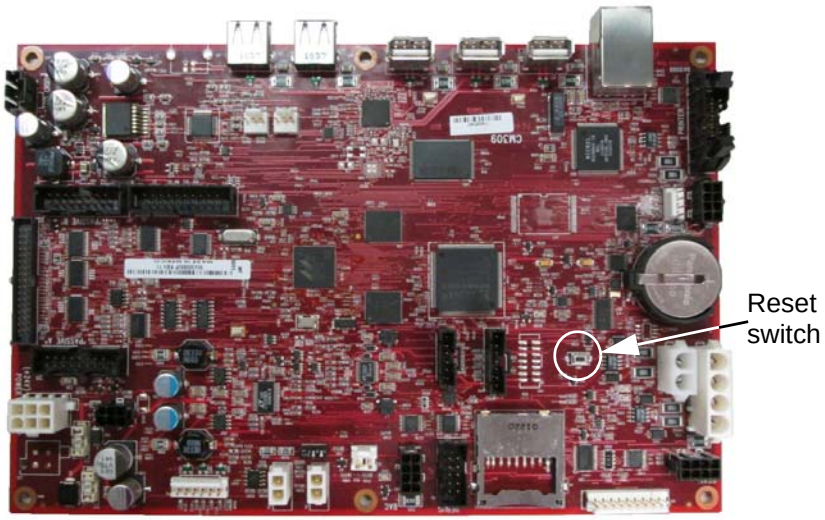

Figure 13-2 Reset Button on iX Board
1. Restart the dispenser by turning power off and then back on at the breaker, or open the terminal door and press the reset switch on the iX™ board as shown in Figure 13-2.